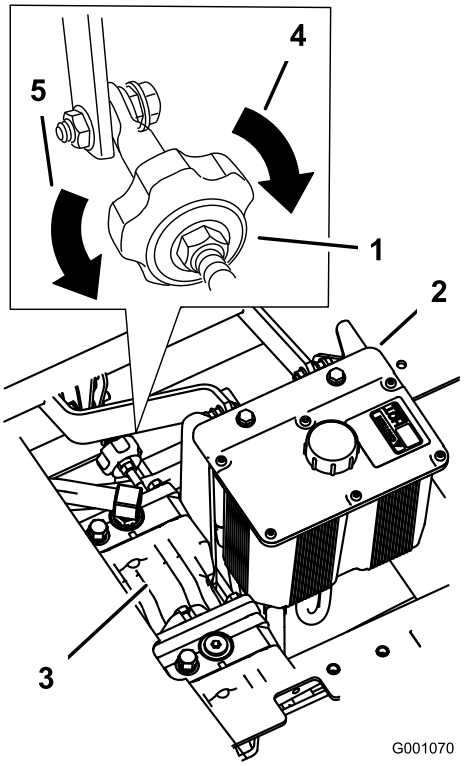

Figuur 49
4. Als de machine naar links trekt, draait u de knop naar de rechterkant van de machine. Zie Figuur 49.
5. Als de machine naar rechts trekt, draait u de knop naar de linkerkant van de machine. Zie Figuur 49.